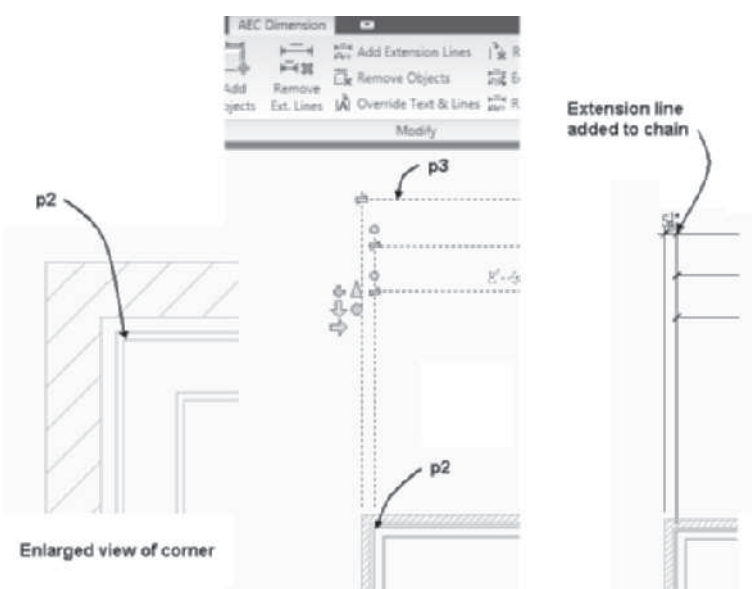

FIGURE 11.95 *Extension line added to AEC Dimension*
13. In this step you will add an extension line to Chain 3 from the outside surface of the stud. Select the AEC Dimension of the exterior wall at **p3** as shown in Figure 11.95 and choose Add Extension Lines from the Modify panel. Respond to the workspace prompts as follows:
`Pick dimension points on screen to add:` *(SHIFT + right-click, choose the Endpoint object snap, and select the outside stud surface at* p2 *as shown in Figure 11.95.)*
`Select Dimension chain:` *(Choose the dimension line at* p3 *as shown in Figure 11.95.)*
(Press ESC *to end the command and display the extension line as shown at the right in Figure 11.95.)*